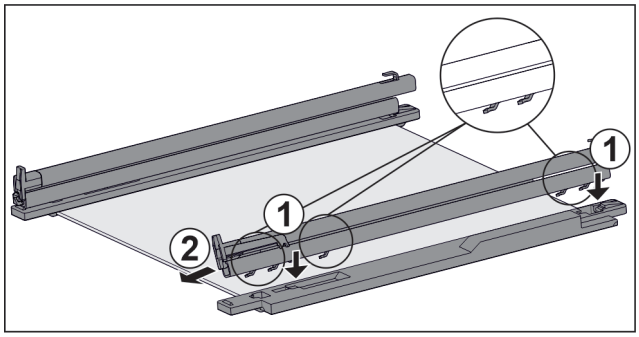

Fig. 110 Glass shelf with rails and retaining parts
▶ Place rail hooks onto the openings of the **left** retaining part. *Fig. 110 (1)*
▶ Push rail forwards. *Fig. 110 (2)*
▶ Place rail hooks onto the openings of the **right** retaining part. *Fig. 110 (1)*